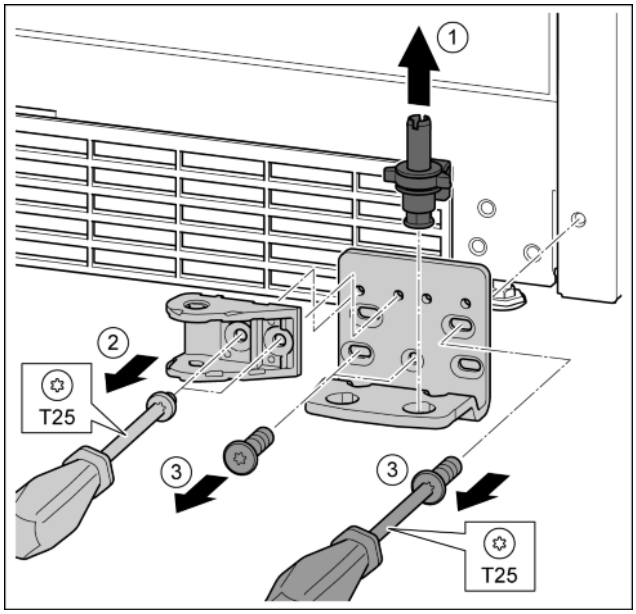

Fig. 29
- ▶ Lift the bearing bolts upwards and remove. *Fig. 29 (1)*
- ▶ Remove the screws with the T25 screwdriver and remove the door mount. *Fig. 29 (2)*
- ▶ Remove the screws with the T25 screwdriver and remove the bearing bracket. *Fig. 29 (3)*